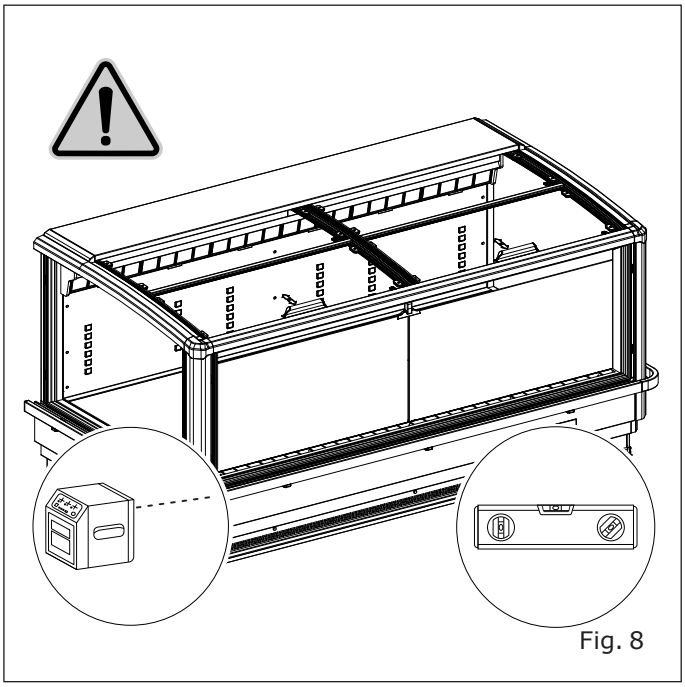

Fig. 8
- On a levelled floor ("Fig. 8").